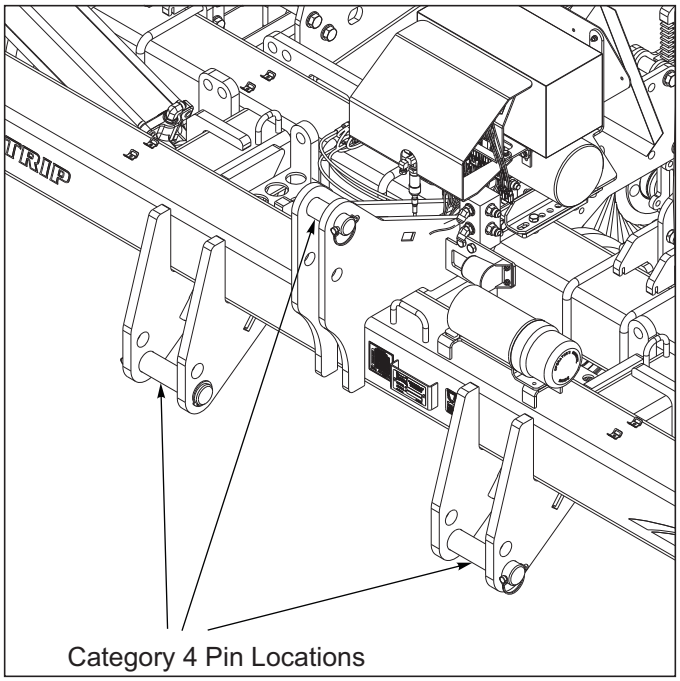

Figure 3-3: Category 4 Pin Locations
3. For category 4 hitch setup the category 3 pins will need removed and stored ***See Figure 3-3***.